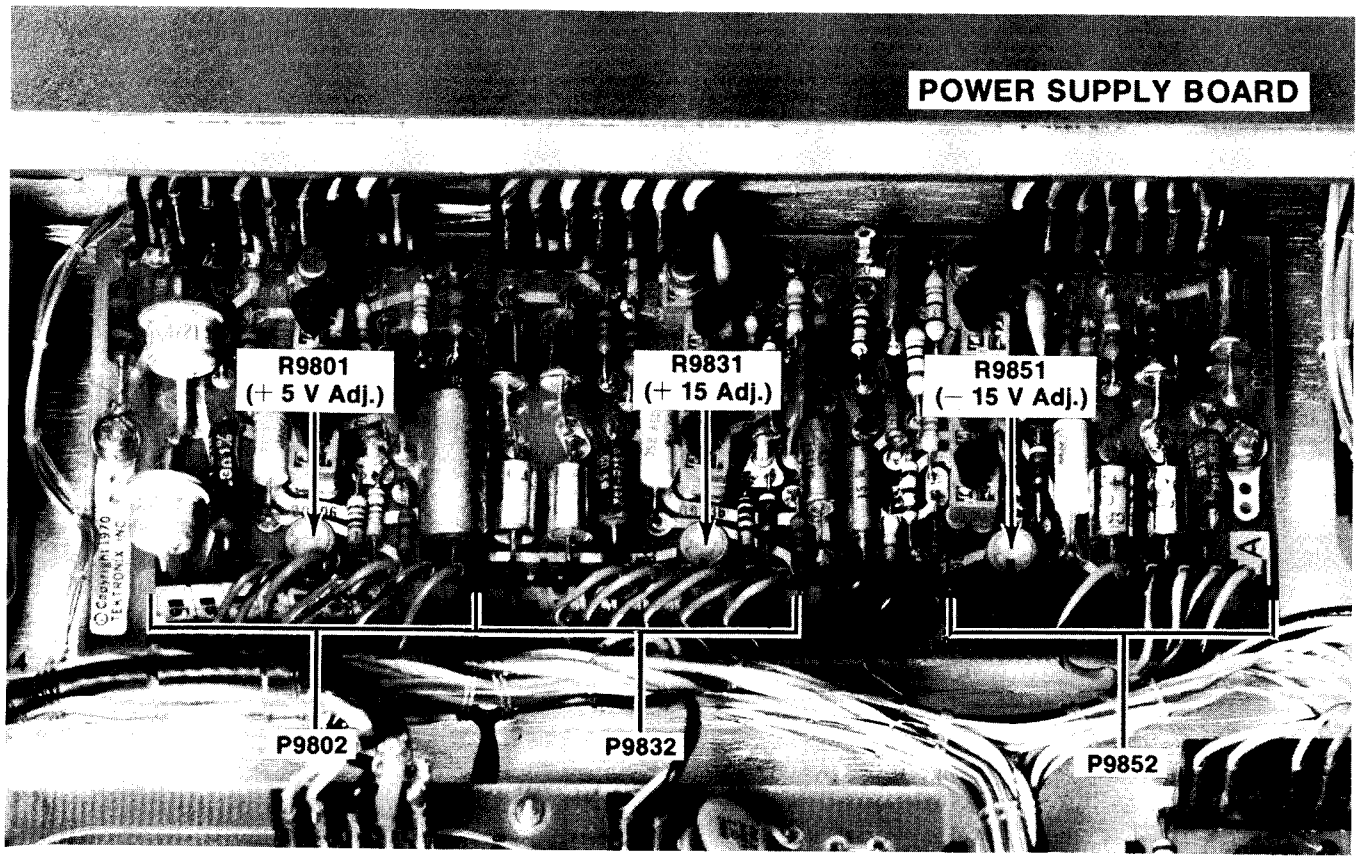

Fig. 5-3. Power Supply adjustment locations.
a. CHECK— −15 V, +15 V, and +5 V supplies for accuracy, as listed in Table 5-2. (Connect a dc voltmeter to ground and to the individual test points as shown in Fig. 5-3).
ADJUST— −15 V, +15 V, and +5 V supplies (in that order) to proper voltages (adjustment locations are shown in Fig. 5-3).